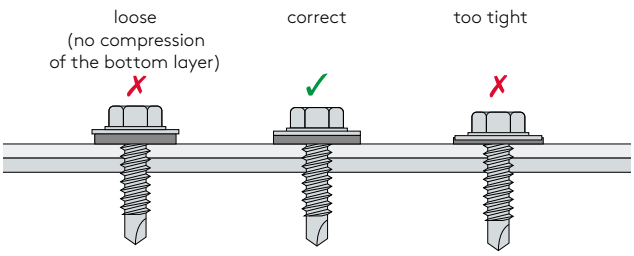

Fig. 65.: correct tightening of screws in respect of compression
- The panel is fastened tight by using a tightening tool. It is necessary that the screw is appropriately tightened (see Fig. 65) so that the sealing washer can perform its function.
Before the assembly starts it is necessary to remove possible burrs on the edges of panels. Removal of burrs is performed manually using a tempered steel spattle. In order for the washers to perform their function properly it is necessary to provide sufficient tightening of fasteners. (see Fig. 65).